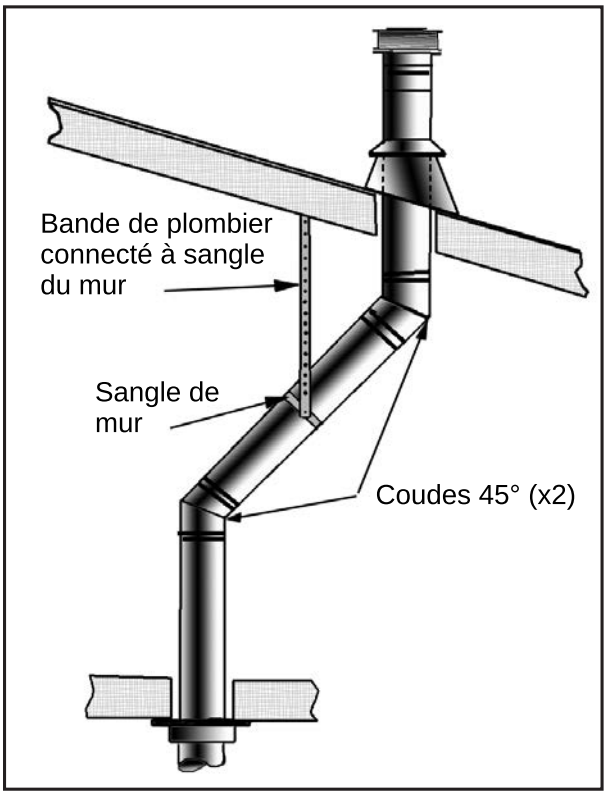
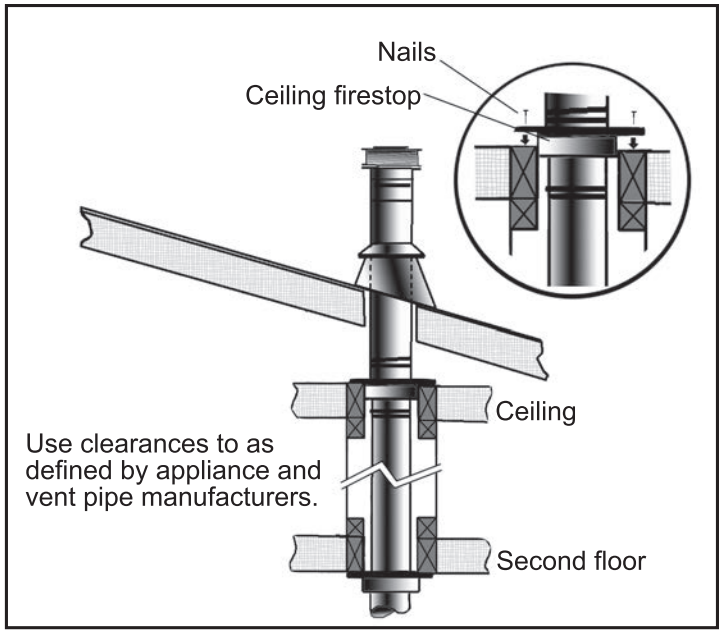

Figure 50. Use of Wall Straps.
Figure 51. Multi-Story Vent Pipe Installation.
(1) If an offset is necessary in the attic to avoid obstructions, it is important to support the vent pipe every 3 feet (914 mm), to avoid excessive stress on the elbows, and possible separation. Wall straps are available for this purpose (see Figure 50).
(2) When ever possible, use 45° degree elbows instead of 90° degree elbows. The 45° degree elbow offers less restriction to the flow of flue gases and intake air.
(3) For multi story installations; a ceiling firestop is required at the second floor, and any subsequent floors (see Figure 51). The opening should be framed to 10″ (254 mm) x 10″ (254 mm) inside dimensions, in the same manner as shown in Figure 51.
(4) Any occupied areas above the first floor, including